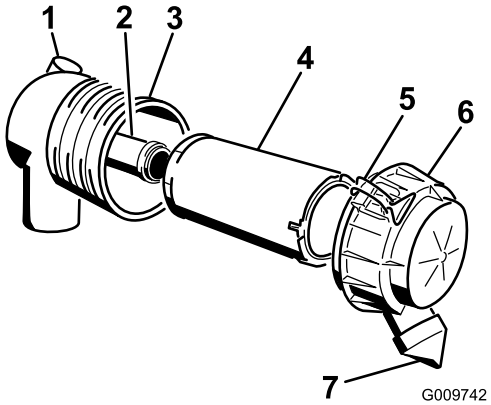

Figur 30
Viktigt: Utför bara service på luftrenarfiltret när serviceindikatorn (Figur 30) är röd. Om du byter luftfiltret tidigare ökar risken för att smuts kommer in i motorn när filtret har avlägsnats.
4. Lossa spärrhakarna på luftrenaren och dra av luftrenarkåpan från luftrenarhuset (Figur 30).
1. Dra försiktigt ut huvudfiltret ur luftrenarhuset (Figur 30). Undvik att knacka filtret mot sidan på luftrenarhuset.
4. Om du byter ut säkerhetsfiltret ska du försiktigt skjuta in det nya filtret i filterhuset (Figur 30).
5. Skjut försiktigt in huvudfiltret över säkerhetsfiltret (Figur 30). Kontrollera att det sitter ordentligt genom att trycka på filtrets yttre kant medan du monterar det.
6. Sätt tillbaka luftrenarkåpan med sidan med markeringen UP vänd uppåt och säkra spärrhakarna (Figur 30).